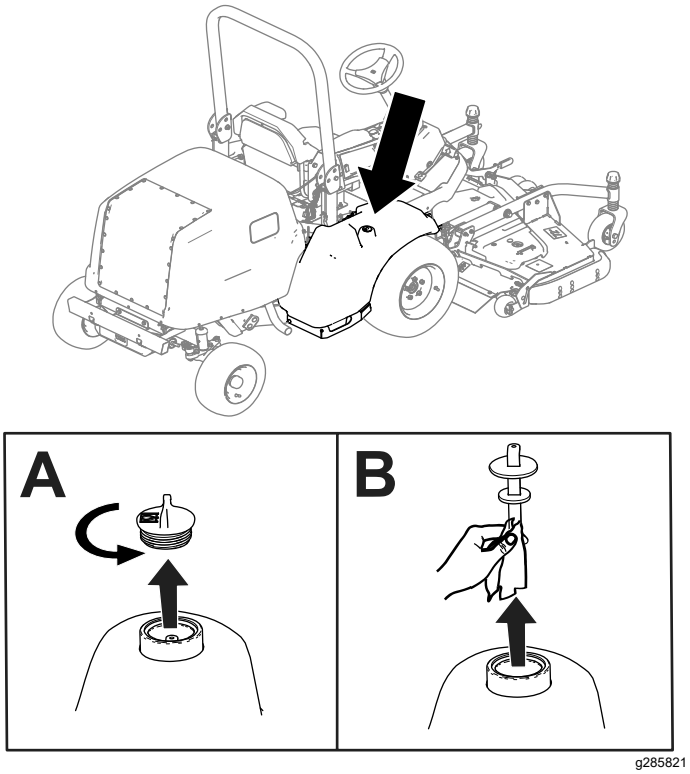

Figure 78
2. Remove the plug from the hydraulic tank (Figure 78).
3. Remove the dipstick from the hydraulic tank and wipe it with a clean cloth (Figure 78).